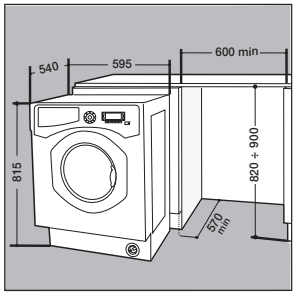

Rys. 6
- Wepchnąć urządzenie w otwór, ustawiając je równo z pozostałymi meblami *(rys. 6).*